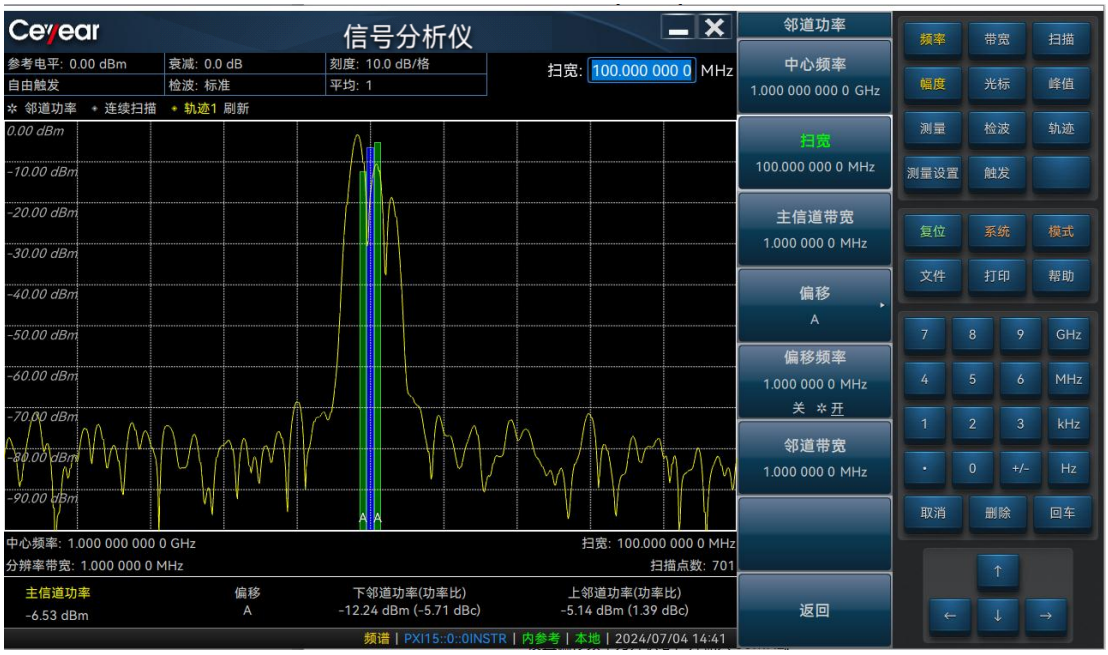

图 3.32 邻道功率测量结果
- 邻道功率测量结果显示如图 3.32 所示。偏移频率、邻道带宽等测量参数都采用默认设置。